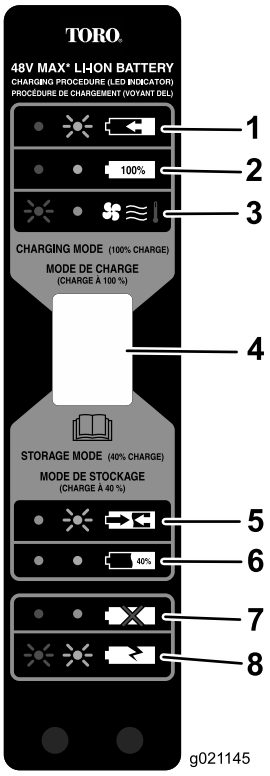

Figur 14
5. Se Figur 14 för en beskrivning av batteriladdarens lysdioder.
Använd förvaringsläget (Figur 14) om batteriet inte ska användas på minst en månad.
4. Avlägsna batteriet från laddaren när det är redo att förvaras (Figur 14, punkt 6.).